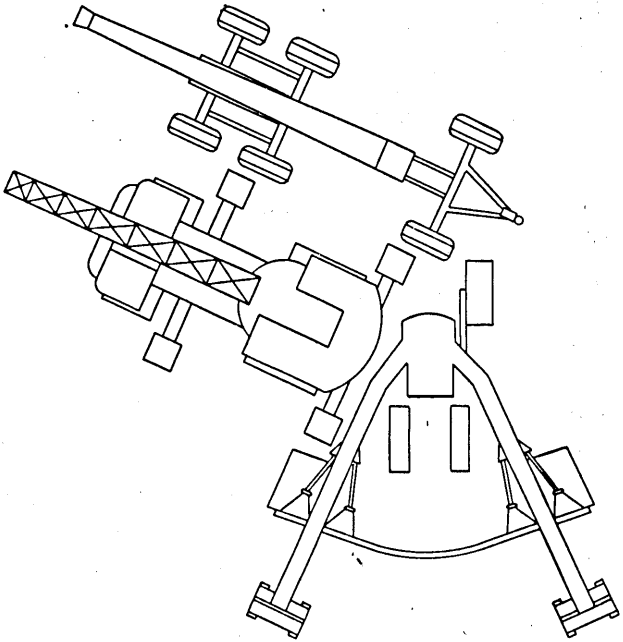

Figure 26. Howitzer load in position beside crane truck.
(7) The keyways and seats in the false cradle are cleaned and lubricated to receive the howitzer.
(8) After operation (1) has been completed and while operations (2) to (7) are being performed, the howitzer cover is removed. The howitzer and cradle are disconnected from the wagon, and a guide rope is attached to the muzzle in preparation for lifting the howitzer. The carriage wagon is moved away and the cannon wagon brought toward the same position. (See fig. 26.)
b. Detailed duties of members of section. (1) The chief of section commands: TRAILS, supervises the operations, and directs the crane operator when necessary.
(a) The gunner signals the driver of the carriage load prime mover to move out and directs the driver of the howitzer load prime mover to be ready to move into position for mounting the howitzer. (See fig. 26.) He then commands: PREPARE HOWITZER.